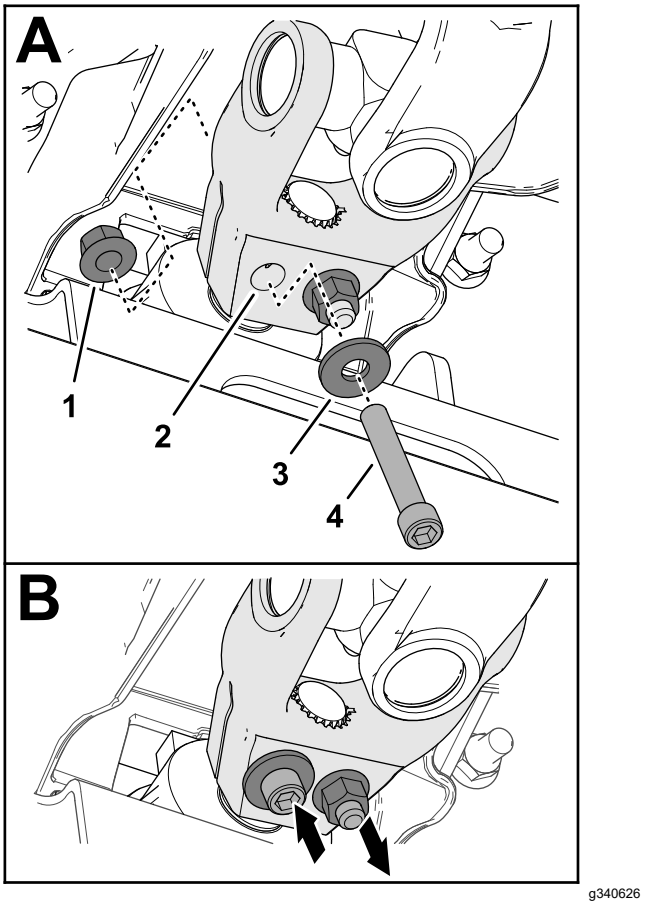

Рисунок 17
6. Проденьте колпачковый винт с внутренним шестигранником (⅜ x 2¼ дюйма) через шайбу (⅜ дюйма) и отверстие в вилке ведущего вала (Рисунок 17) и закрепите колпачковый винт фланцевой контргайкой (⅜ дюйма).
7. Проденьте колпачковый винт с внутренним шестигранником (⅜ x 2¼ дюйма) через шайбу (⅜ дюйма) и отверстие в вилке ведущего вала с противоположной стороны (Рисунок 17) и закрепите колпачковый винт фланцевой контргайкой (⅜ дюйма).